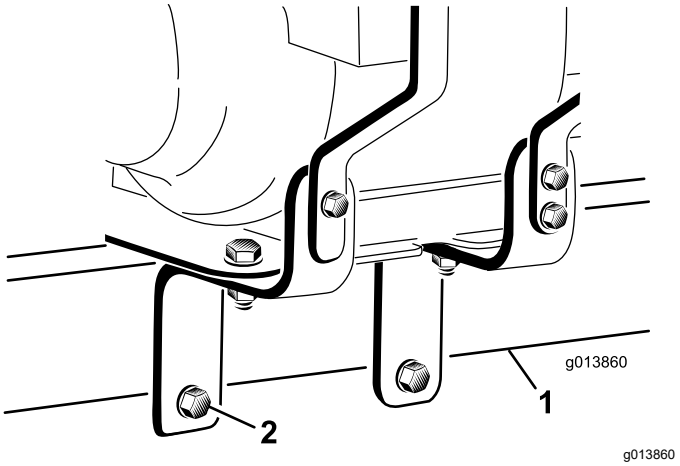

Figur 7
8. För de två skruvarna (½ x 5 tum) genom hålen i motorns monteringsfästen samt se till att en platt bricka placeras mot varje yttersida i fästet och att skruvarna passerar under botten på dragkroksröret. Dra åt de två muttrarna (½ tum) för hand enligt Figur 7.